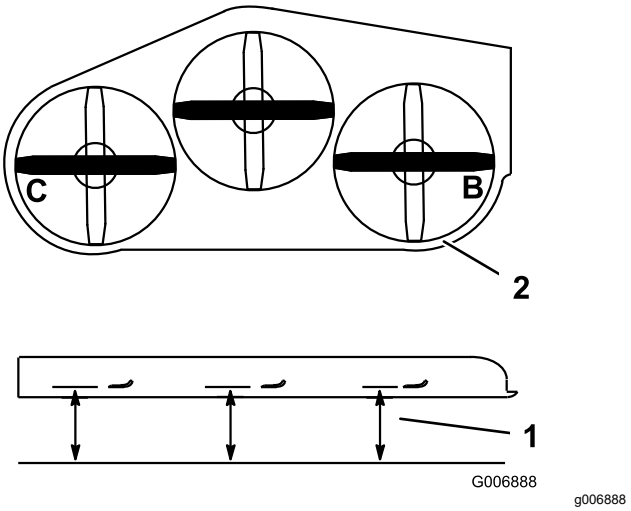

Rysunek 110
1. Ustaw **prawe** ostrze w osi poprzecznej (Rysunek 110).
2. Dokonaj pomiaru prawego ostrza w położeniu **B** od poziomej powierzchni do krawędzi tnącej końcówki ostrza (Rysunek 110).
4. Ustaw lewe ostrze w osi poprzecznej (Rysunek 110).
5. Dokonaj pomiaru lewego ostrza w położeniu **C** (Rysunek 110) od poziomej powierzchni do krawędzi tnącej końcówki ostrza.